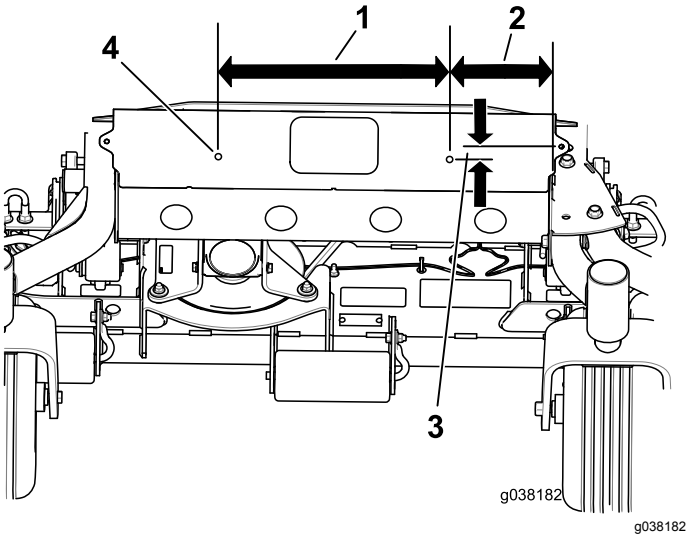

Rysunek 2
2. Wywierć otwory w sposób pokazany na Rysunek 2.